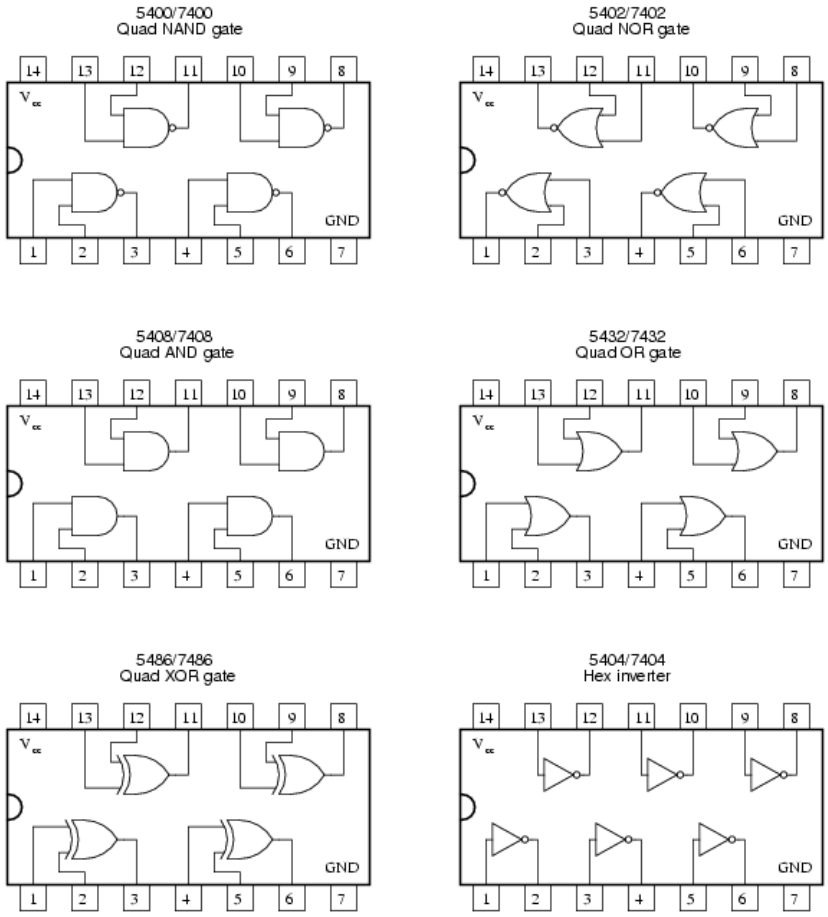

Figure 7: Some type of 74-Series ICs
2.4.1 Randomly select **TWO** 74-Series ICs out of the list in Figure 7 and exam their functions using Logisim, Digital System KIT and V.O.M.